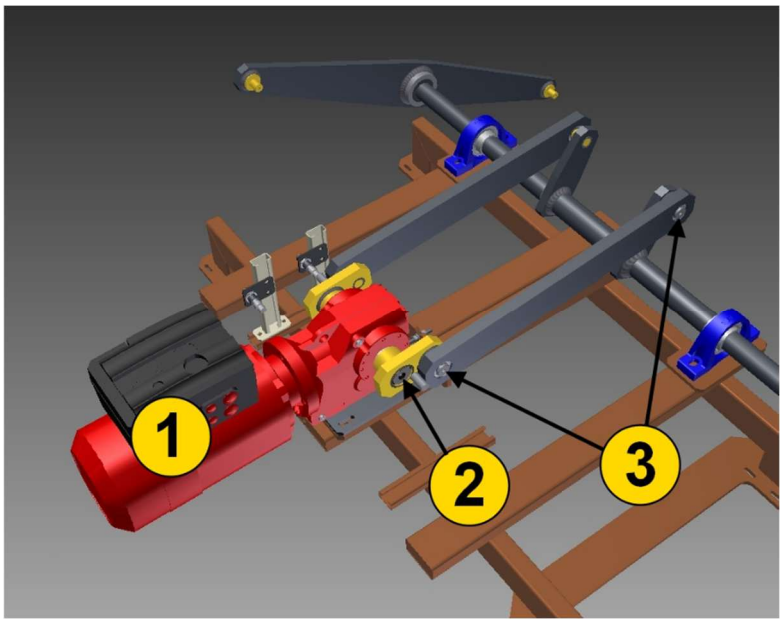

Figura 107: Particolare del meccanismo biella-manovella, con motoriduttore (1), albero di trasmissione (2), snodi sferici (3).
- Meccanismo biella-manovella(Figura 107)